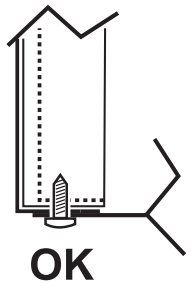

fig. 17 - montaje con tornillos inferiores
3. Proceder en orden inverso para volver a montar el panel delantero. Asegúrese de que esté fijado correctamente en el panel superior y totalmente apoyado en los paneles laterales. La cabeza del tornillo "A", una vez apretada debe colocarse tal y como indicado en "fig. 17 - montaje con tornillos inferiores").